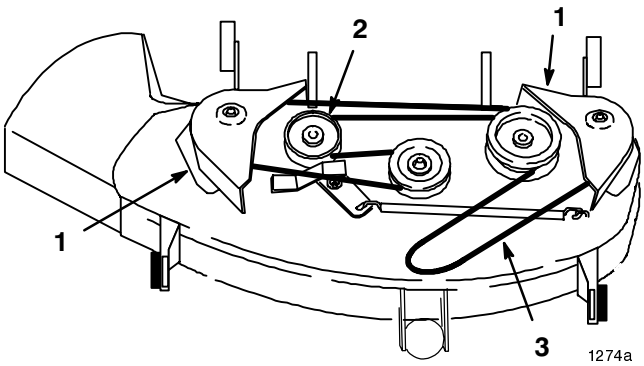

Abbildung 23
2. Die Halteschrauben der Riemenabdeckungen und die Riemenabdeckungen von den Schnittmesserriemenscheiben entfernen (Abb. 23).
3. Den Riemen von den Riemenscheiben abnehmen (Abb. 23).
2. Linke und rechte Riemenscheibenabdeckung mit Halteschrauben anbringen (Abb. 23).